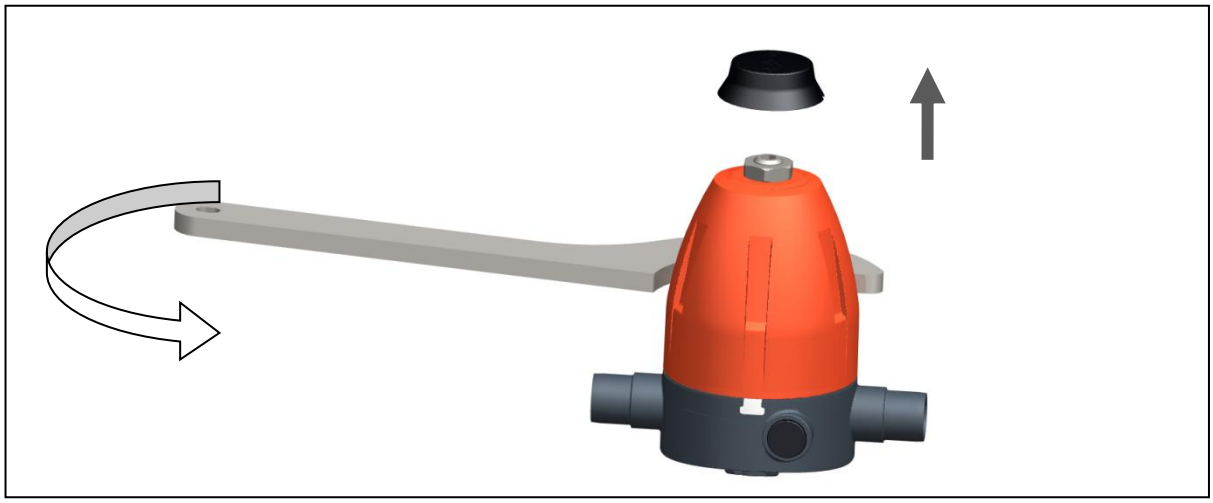

Fig. 7
- Fix the body with a suited tool and loosen the bonnet assembly (top part). To do so, turn the bonnet assembly (top part) counterclockwise, see Fig. 7. During this, the seal sticker will be broken.